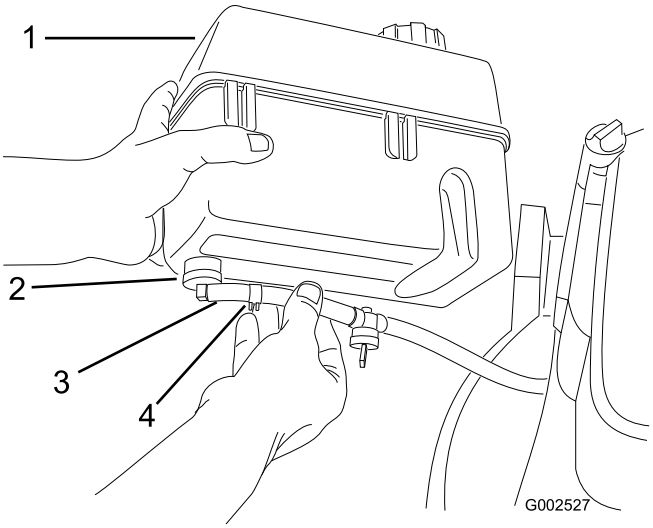

Rysunek 5
1. Umieść koniec przewodu paliwowego w złączu kątowym (Rysunek 5).
2. Zamocuj przewód paliwowy za pomocą zacisku przewodu (Rysunek 5).